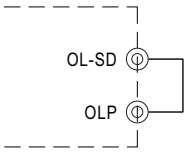

Fig. 5.1 Insert the CN3
(2)Remove the shorting connector on CN3 that is shown in Fig 5.1, the Overload Protection Type will be "continuous constant current limiting".